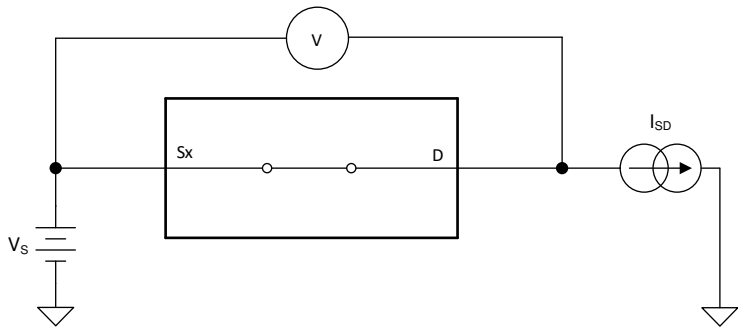

**图 8-1. On-Resistance Measurement Setup**
The on-resistance of a device is the ohmic resistance between the source (Sx) and drain (D) pins of the device. The on-resistance varies with input voltage and supply voltage. The symbol $R_{ON}$ is used to denote on-resistance. The measurement setup used to measure $R_{ON}$ is shown below. Voltage (V) and current ($I_{SD}$) are measured using this setup, and $R_{ON}$ is computed as shown in 图 8-1 with $R_{ON} = V / I_{SD}$: